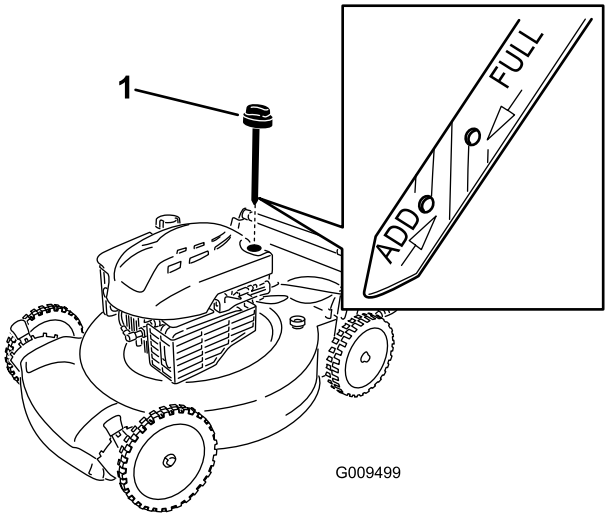

Figur 18
2. Ta bort oljestickan (Figur 18).
4. Fyll **långsamt** på olja i påfyllningsröret tills nivån når markeringen **Full** på oljestickan (Figur 18). **Fyll inte på för mycket.** (Maximal påfyllning: 0,59 l, typ: SAE 30 renad olja med API-klassificering SF, SG, SH, SJ, SL eller högre.)